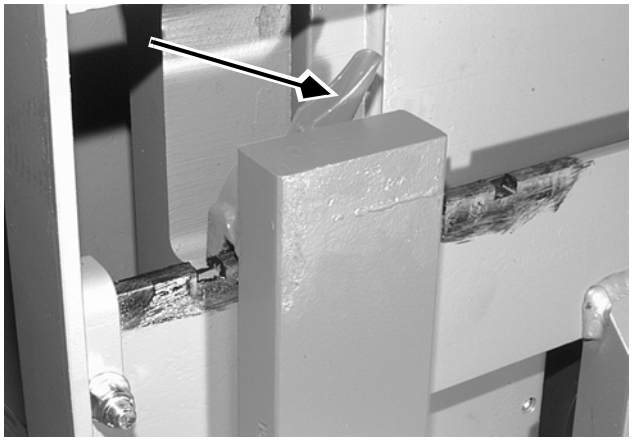

Figure 7-264: Fork Latch
1. Pull the fork latch upward. See Figure 7-264.